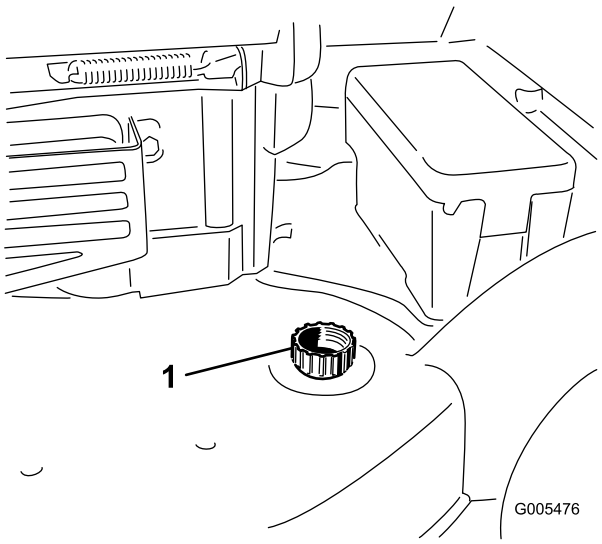

Figur 44
3. Anslut en trädgårdsslang, som är ansluten till en vattenkälla, till tvättanslutningen på klipparkåpan (Figur 44).